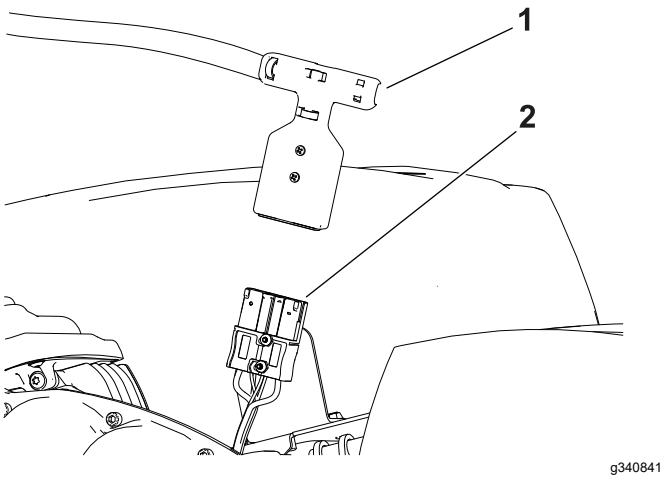

Figuur 19
4. Koppel de aansluiting met T-greep los van de hoofdkabelboom naar de hoofdstroomaansluiting van de accubasis (Figuur 19).